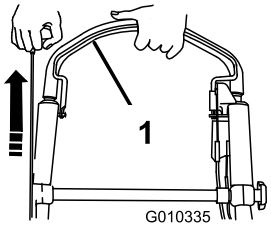

Figur 22
3. Hold bøjlen til knivens kraftudtag helt op mod håndtaget og træk i tilbageslagsstarterhåndtaget (Figur 22).